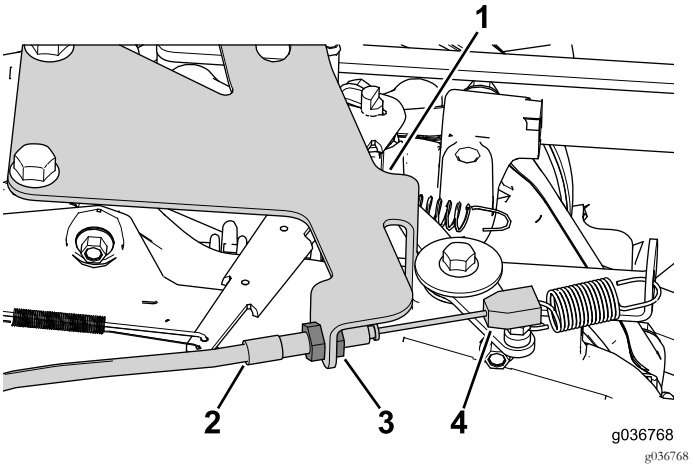

Figur 33
1. Brug kontramøtrikkerne på kablet til at justere og fastgøre kablet til beslaget (Figur 33).